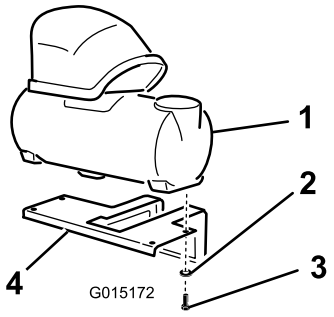

Figura 3
1. Coloque el depósito de espuma sobre el soporte de montaje, según se indica (Figura 3).